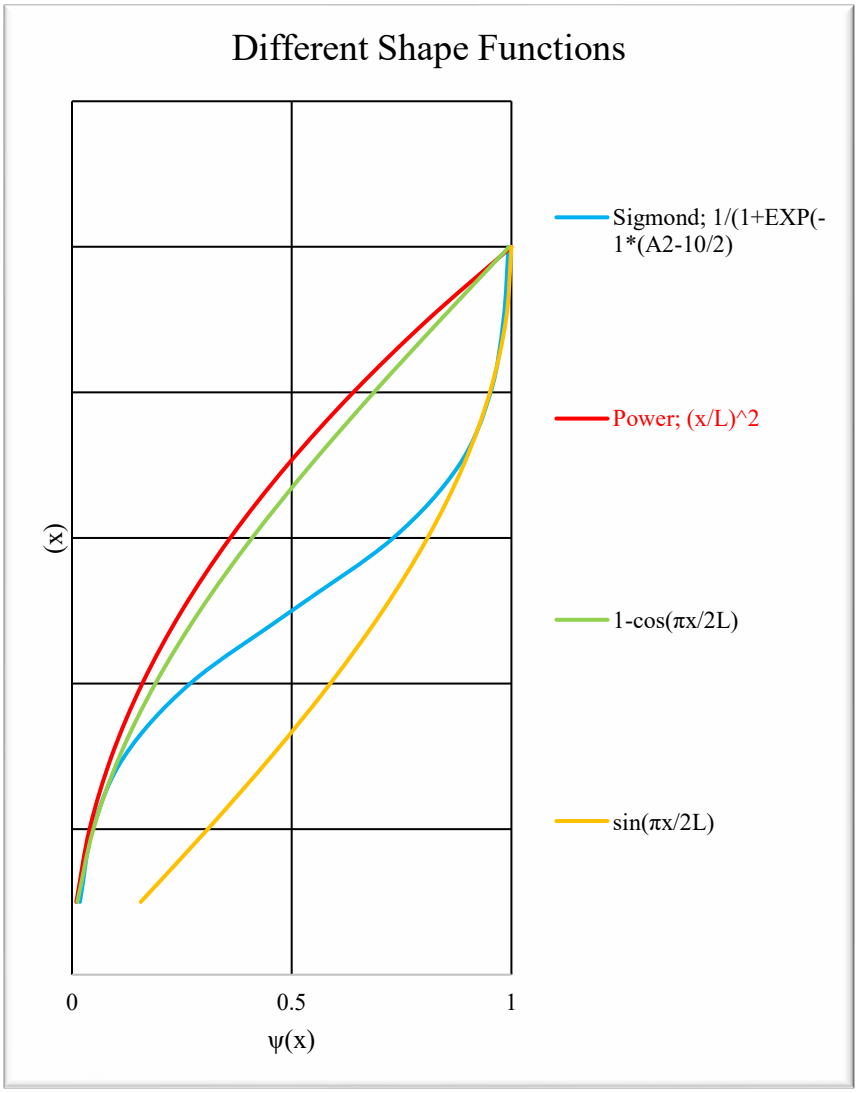

*Figure 2.1: Different Types of Shape Function*
There are several shape functions (Table 2-1) that could be used. Among such shape functions "Power Function $\boldsymbol{\psi(x) = \left(\frac{x}{L}\right)^2}$"(Figure 2.1) (1)